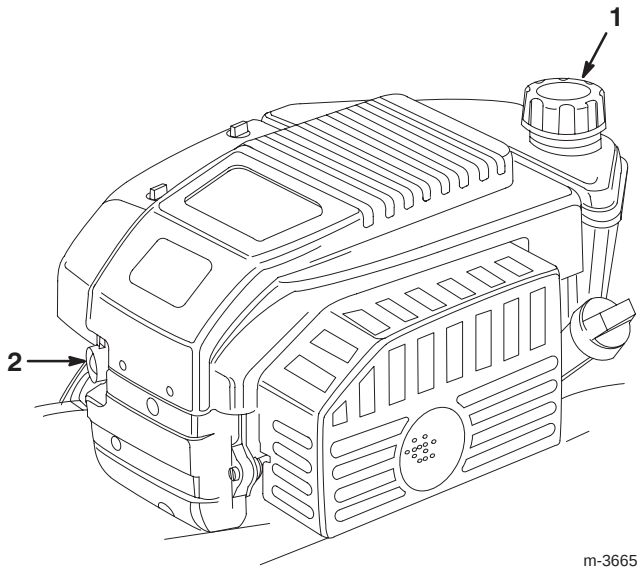

Abbildung 9
1. Den Bereich um den Kraftstofftankdeckel herum reinigen (Abb. 9).